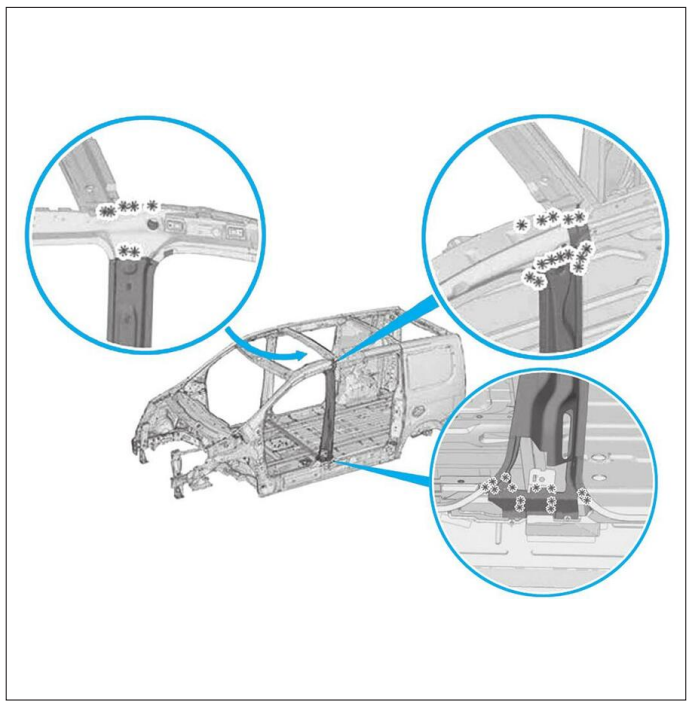

**FIG. 61**
• Déposer le renfort de pied avant **(Fig.61)**.